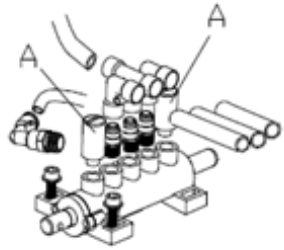

Fig 13
2. Slăbiți amortizoarele de zgomot (A) ale supapelor care aparțin pedalei de deschidere și închidere a fălcilor și pedalei separatorului de talon; (Fig. 13)
3. Curățați amortizoarele cu aer comprimat; dacă sunt deteriorate, înlocuiți-le conform listei de piese de schimb. (Fig 13)